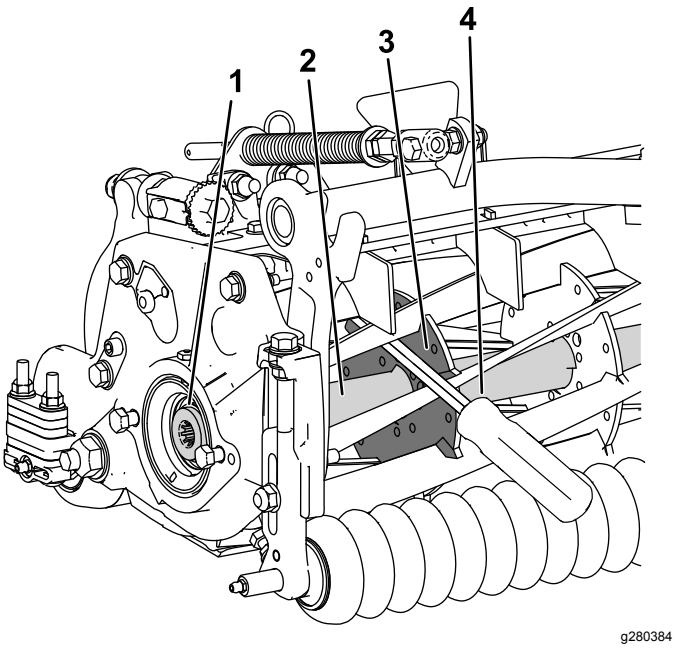

Figura 31
1. Insira um pé de cabra de cabo longo (recomendado 3/8 x 12 pol. com pega de chave de parafusos) através da frente do cilindro de corte, o mais próximo do lado da unidade de corte que irá apertar (Figura 31).
2. Coloque o pé de cabra contra o lado soldado do reforço interno do cilindro de corte (Figura 31).